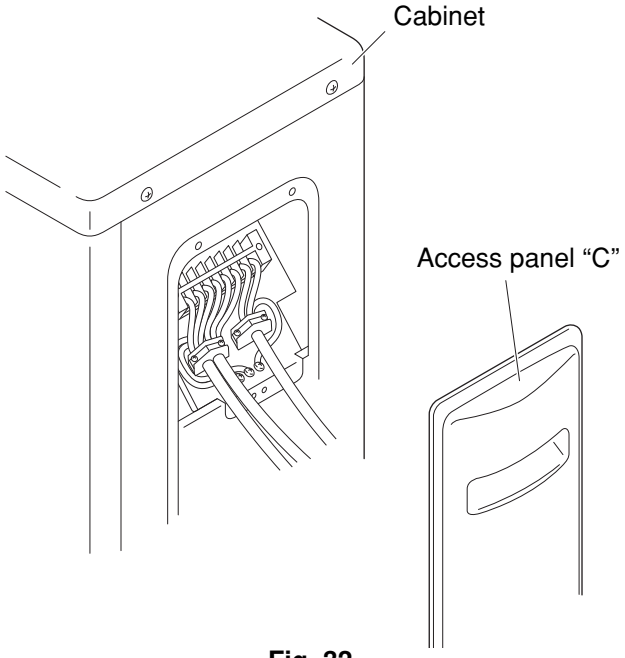

Fig. 32
(1) Remove access panel “C”. (Fig. 32)
(2) Connect the inter-unit wiring and power line according to the drawing on the panel side.
(3) Be sure to size each wire allowing approx. 10 cm longer than the required length for wiring. Store excess wiring inside the cabinet.
(4) When connections are completed, check that all connections are correct as shown in the wiring system diagram on panel side.
(5) Be sure to ground the unit according to your local codes.